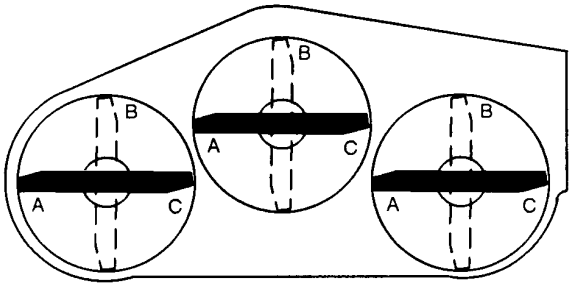
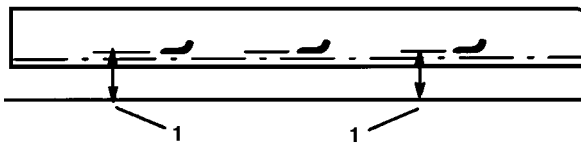

Afbeelding 18
Afbeelding 19
5. Plaats alle drie de messen in de “A”-positie (Afb. 18) en meet de afstand tussen het horizontale vlak tot aan de onderkant van het uiteinde van ieder mes (Afb. 19).
6. Noteer de meetresultaten die verkregen werden in de “A”-positie, draai de messen naar de “B”-positie (Afb. 18), meet de afstand van alle messen tot aan het horizontaal vlak en noteer de meetresultaten (Afb. 19).
7. Draai de messen naar de “C”-positie, meet en noteer de meetresultaten (Afb. 18, 19).
A. Maai-eenheden die normaliter gebruikt worden met een maaihoogte tussen 25 mm en 50 mm moeten de lage kant van de maai-eenheid verhoogd hebben. Verwijder de borgpen waarmee het zwenkwiel bevestigd is aan de lage kant (Afb. 19) en verwijder de zwenkwiel-unit.
C. Als de maai-eenheid gebruikt wordt met een maaihoogte-instelling van 5–10 cm dan moet de hoge kant van de maai-eenheid verlaagd worden. Verwijder de borgpen van het zwenkwiel aan de hoge kant van de maai-eenheid en verwijder de zwenkwiel-unit (Afb. 19).